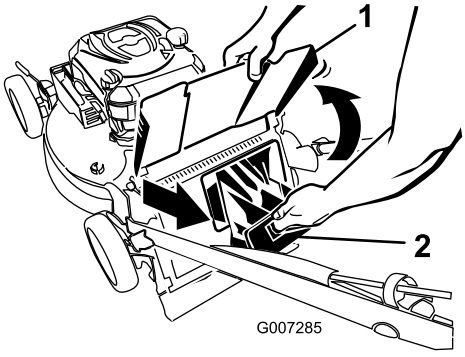

**Figur 21**
2. Lyft upp den bakre utkastarskärmen och håll den upplyft (Figur 21).
3. Dra ut den bakre utkastarpluggen (Figur 21).